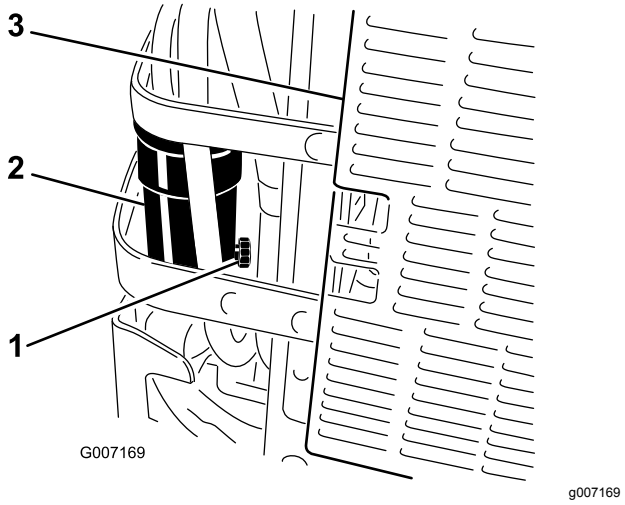

Figur 71
5. Öppna tömningsventilen på vattenseparatorn ungefär ett varv och tappa ur vatten och andra föroreningar (Figur 71).
6. Stäng tömningsventilen när det bara är dieselbränsle som rinner ut (Figur 71).